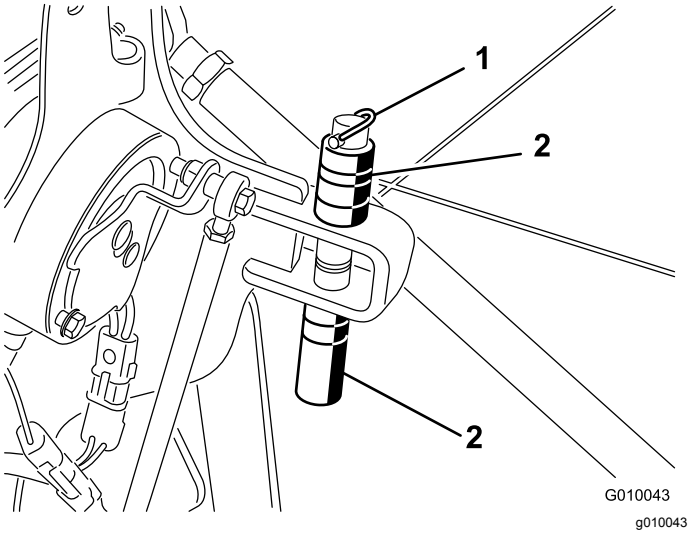

Figur 22
2. Fjern ringstiften, der fastholder afstandsstykker og dybdestifter (Figur 22).